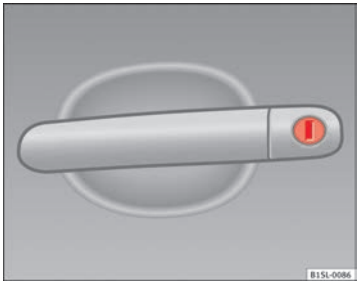

Fig. 127 Driver side door handle with lock cylinder.
- Insert the key shaft into the lock cylinder to unlock or lock the vehicle ⇒ fig. 127. ■